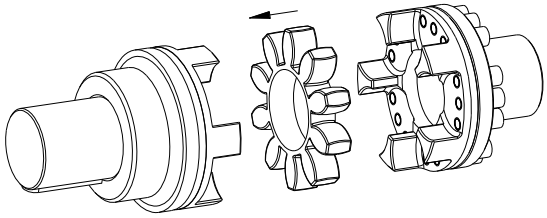

Рис. 21: Монтаж зубчатого венца
- Вставьте зубчатый венец или DZ-элементы в зону кулачков ступицы (см. рис. 21).